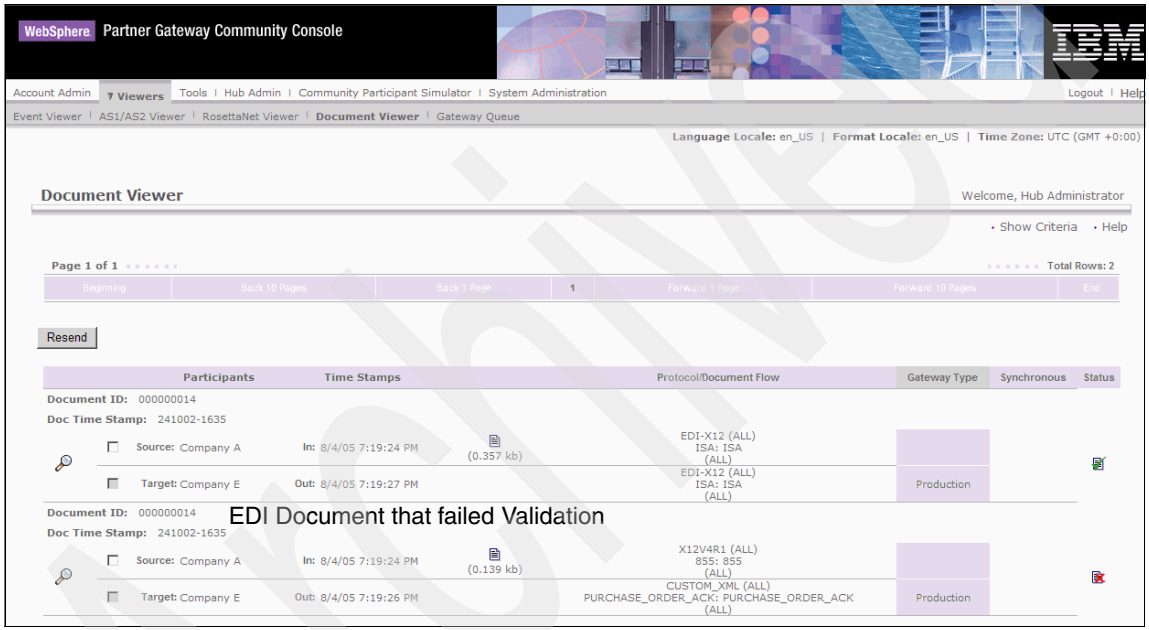

Figure 19-64 Documents failed Validation on WebSphere Partner Gateway
2. After it is received at Company E, the document fails validation and the same can be observed in the Console of WebSphere Partner Gateway Enterprise on Company E (by clicking **Viewers** → **Document Viewers**) . We see the failed documents in Figure 19-64.